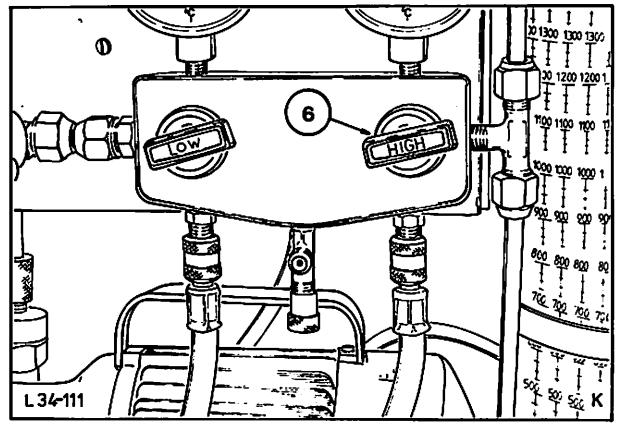
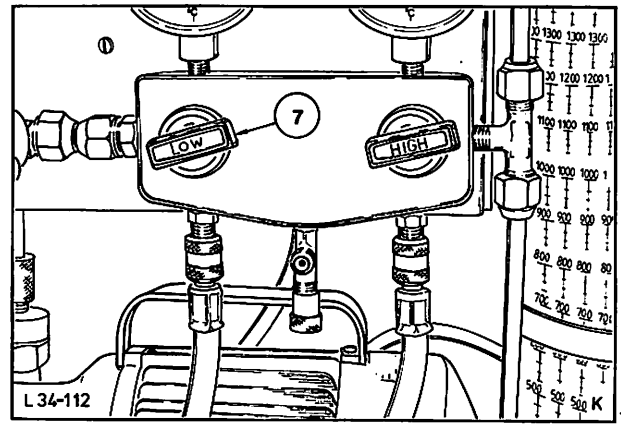

Abb. 29 Absperrventil (6)
Abb. 30 Absperrventil (7)
13. Zum Ablassen eines eventuellen Überdrucks in der Fahrzeuganlage Belüftungsstutzen (3) sowie Absperrventile (6), Abb. 29, und (7), Abb. 30, öffnen. Kappe (3) wieder schließen.
14. Evakuierventil (13) und Torrmeter-Absperrventil (14) öffnen, Vakuumpumpe einschalten (Schalter 16).